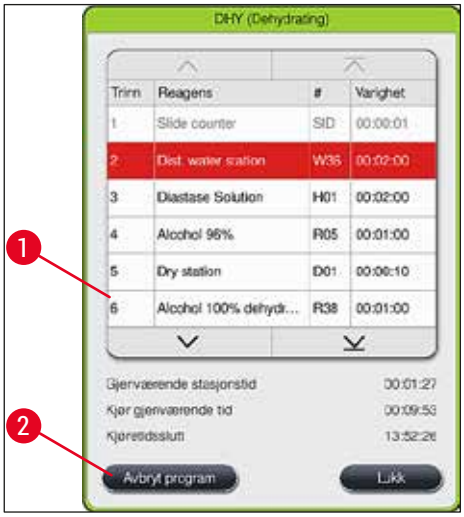

Fig. 91
2. En liste over programtrinn (→ "Fig. 91") vises. Det gjeldende trinnet er merket med rødt (→ "Fig. 91-1").